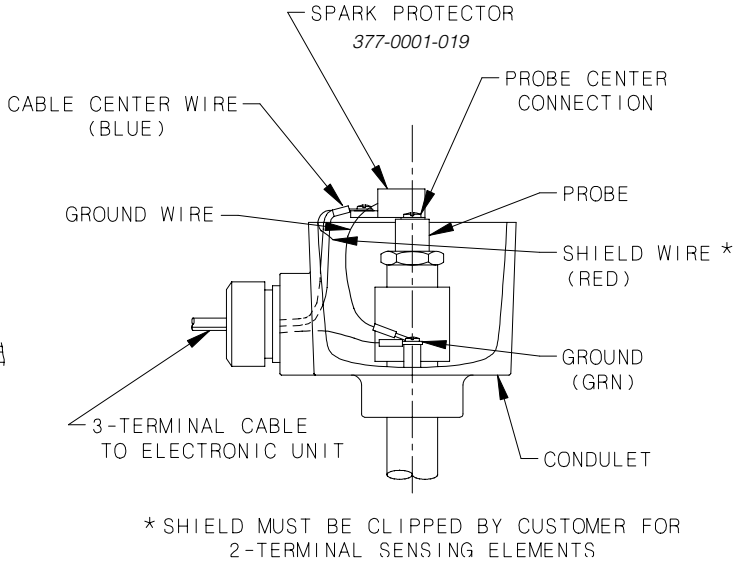

Figure 2-6
If spark protection is supplied (for special applications, consult factory), use the following instructions for installing the spark protector in the sensing element condulet: (See Figure 2-6.)
D. Connect the cable center wire (CW) to the spark protector and the ground wire (gnd) to the ground screw as shown.
E. Connect the shield wire to the Cote-Shield terminal (SH).*
*For sensing elements that Do not have Shield connections, clip the shield wire as shown in Figure 2-6.